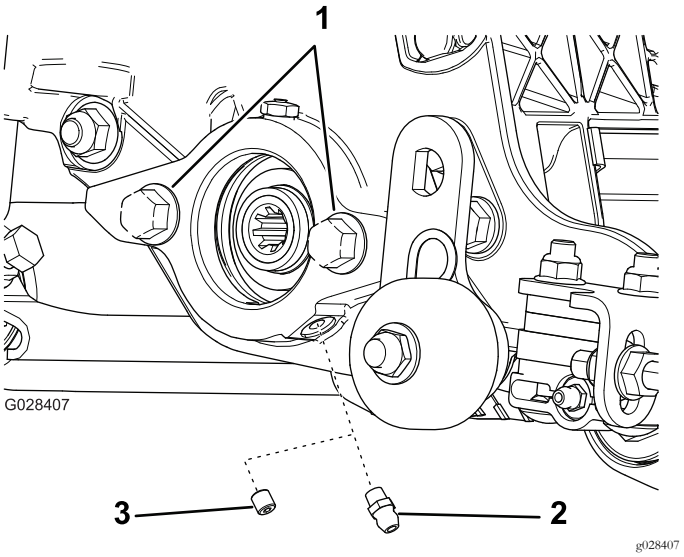

Figura 6
1. Retire e deite fora o parafuso de afinação da placa lateral do motor do cilindro (Figura 6).
2. Instale o bocal de lubrificação reto (Figura 6).
4. Se não existirem parafusos na placa lateral do motor do cilindro, instale-os (Figura 6).